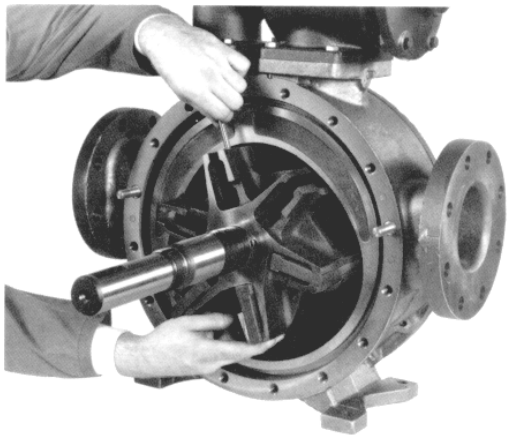

Figure 7
b. Keep part of the rotor (13) outside the casing (12) such that the three bottom vanes (14) (rounded edge outward) can be inserted into the rotor slots and held in place while all three push rods (77) are inserted. See Figure 7.
c. The rotor and shaft (13), with the three bottom vanes (14) installed, can now be **fully** inserted into the casing (12).
d. Install the remaining vanes (14) in the top positions of the rotor (13).